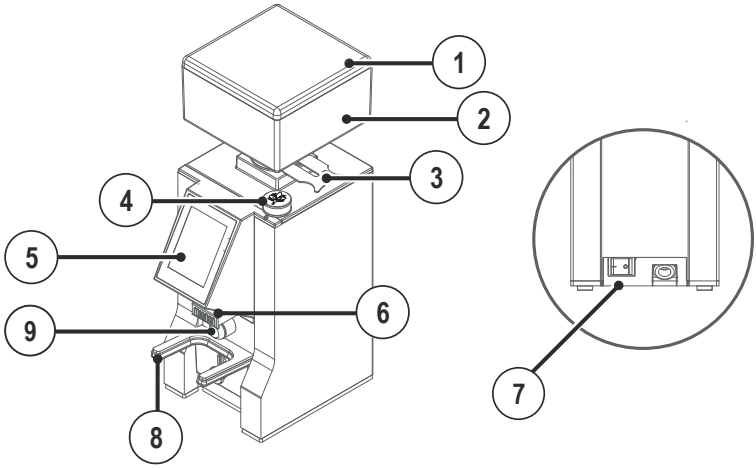
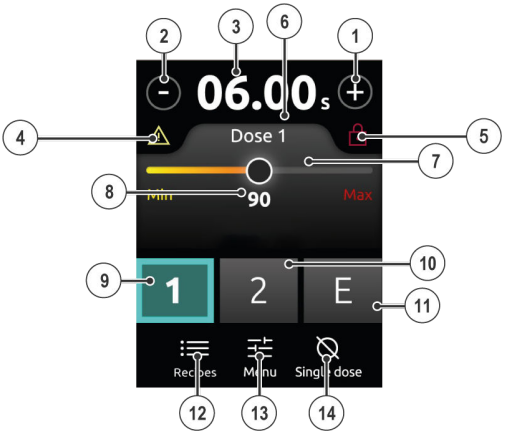

Fig. 5.1 - Descrizione della macchina
Fig. 5.2 - Schermata principale
Per le parti della macchina, vedere Fig. 5.1.
Per la descrizione del display, vedere Fig. 5.2.
Ruotando il pomello, è possibile visionare sulla schermata principale la distanza tra le macine associata alla tipologia di macinatura scelta (8 - Fig. 5-2).
- Portare l'interruttore in posizione di accensione (7 – Fig. 5.1).
- Selezionare la dose da erogare tramite gli appositi pulsanti (9,10, 11 – Fig. 5.2).
- Appoggiare la coppa del portafiltro sulla forcella (8 – Fig. 5.1), prestando attenzione che quest'ultimo sia precisamente sotto la bocchetta di erogazione (6 – Fig. 5.1).
- Premere nuovamente il tasto dose selezionato, oppure il pulsante frontale (9,10, 11 – Fig. 5.2) (9 – Fig. 5.1).
In condizione di stop, il tempo di macinatura sul display (3 – Fig. 5.2) risulta lampeggiante.
Per riportare il tempo della dose al suo valore iniziale, premere sul tempo di macinatura lampeggiante (3 – Fig. 5.2) per 2 secondi.
Attraverso la schermata principale (Fig. 5.2), è possibile accedere alle seguenti funzioni.
Per diminuire o incrementare la dose selezionata, premere i tasti + e – della schermata principale (1, 2 – Fig. 5.2). La variazione per singola dose è di 0,1 secondi.
Per effettuare una variazione continua del tempo dose con andamento crescente, premere e tenere premuto uno dei due pulsanti + o – (1, 2 – Fig. 5.2).
Per bloccare la regolazione del tempo di erogazione delle dosi, premere contemporaneamente + e - (1, 2 – Fig. 5.2) per 2 secondi. Se la regolazione del tempo di erogazione dosi risulta bloccata, sul display compare l'icona (5 – Fig. 5.2) e i pulsanti + e – (1, 2 – Fig. 5.2) divengono inattivi.
Per sbloccare la regolazione del tempo di erogazione delle dosi, premere e tenere premuto contemporaneamente + e - (1, 2 – Fig. 5.2) per 2 secondi.
Per selezionare la dose da impostare, premere i pulsanti 1, 2, E (9,10, 11 – Fig. 5.2).